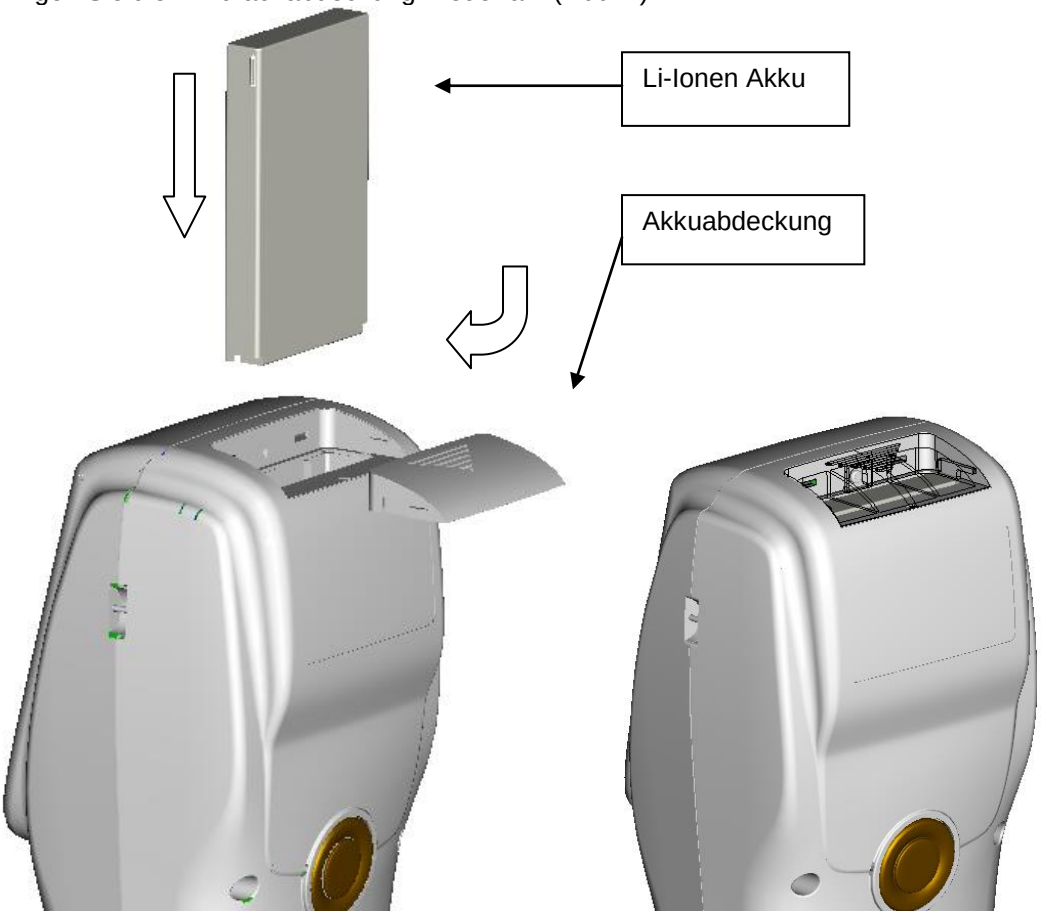

Abbildung 2: Akkuinstallation
3. Bringen Sie die Akkufachabdeckung wieder an. (Abb. 2)